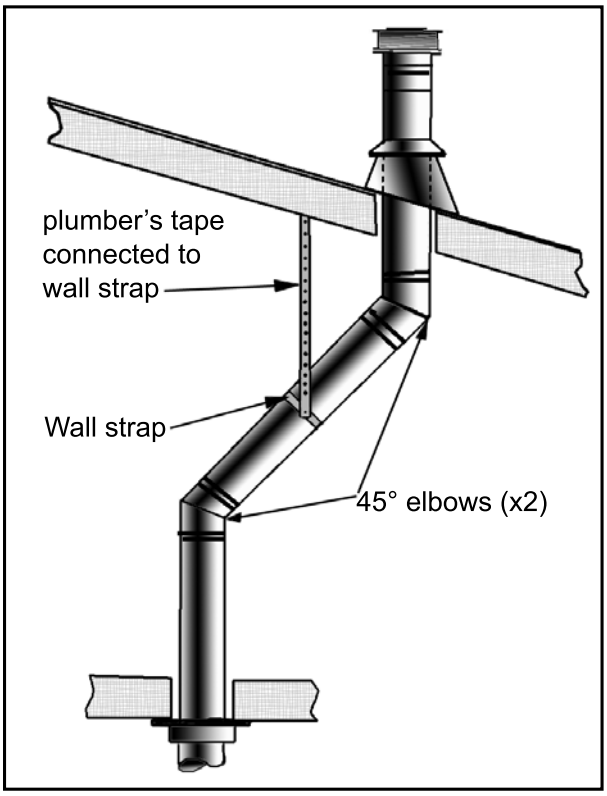
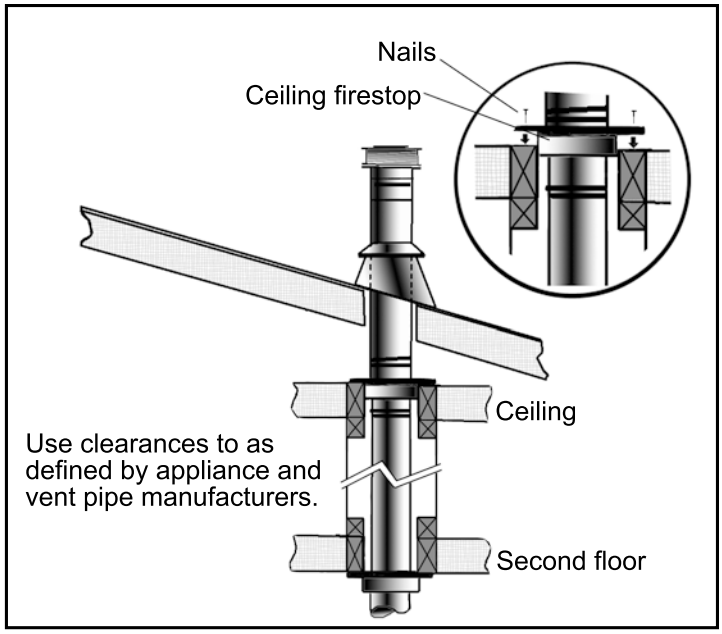

Figure 44: Use of Wall Straps.
Figure 45: Multi-Story Vent Pipe Installation.
(1) If an offset is necessary in the attic to avoid obstructions, it is important to support the vent pipe every 3 feet (914 mm), to avoid excessive stress on the elbows, and possible separation. Wall straps are available for this purpose (see Figure 44).
(2) When ever possible, use 45° degree elbows instead of 90° degree elbows. The 45° degree elbow offers less restriction to the flow of flue gases and intake air.
(3) For multi story installations; a ceiling firestop is required at the second floor, and any subsequent floors (see Figure 45). The opening should be framed to 10" (254 mm) x 10" (254 mm) inside dimensions, in the same manner as shown in Figure 33.
(4) Any occupied areas above the first floor, including